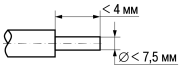

Рисунок 6.4 – Зачистка кабеля
- выполнить зачистку кабелей и залудить их концы (см. *рисунок 6.4*).